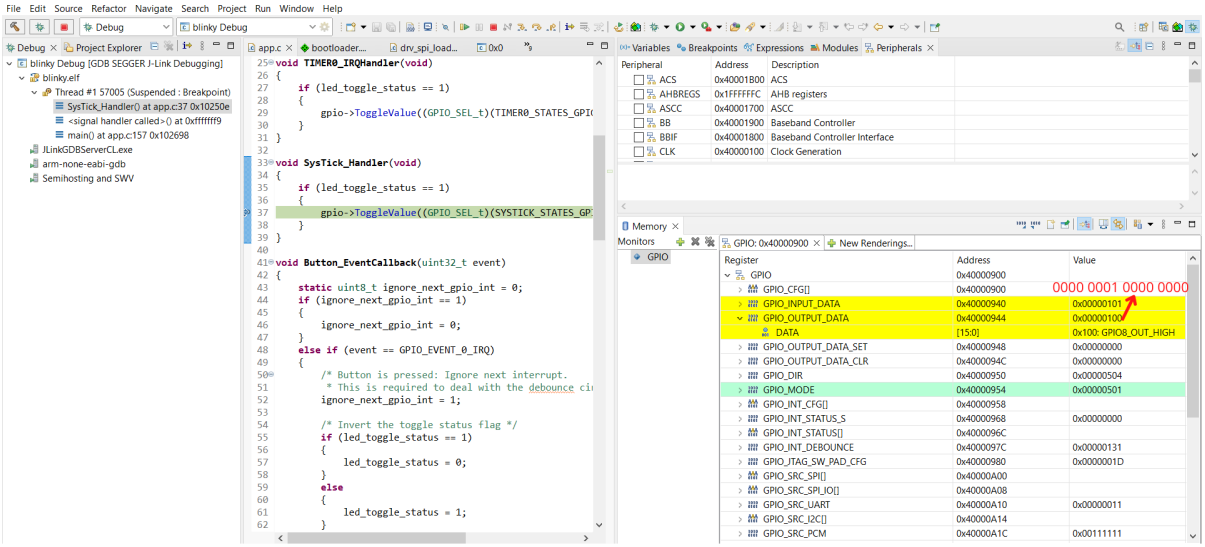

Figure 15. Toggling RSL15 GPIO Using the Peripheral Registers View: After
6. To manually change the register value, click on the Value field of the GPIO register to change the (HIGH/LOW) state of GPIO8 and GPIO10. The "Toggling RSL15 GPIO Using the Peripheral Registers View: After" figure (Figure 15) illustrates the view after making the change. You can observe that the LED (GPIO8 and GPIO10) on your board changes state.